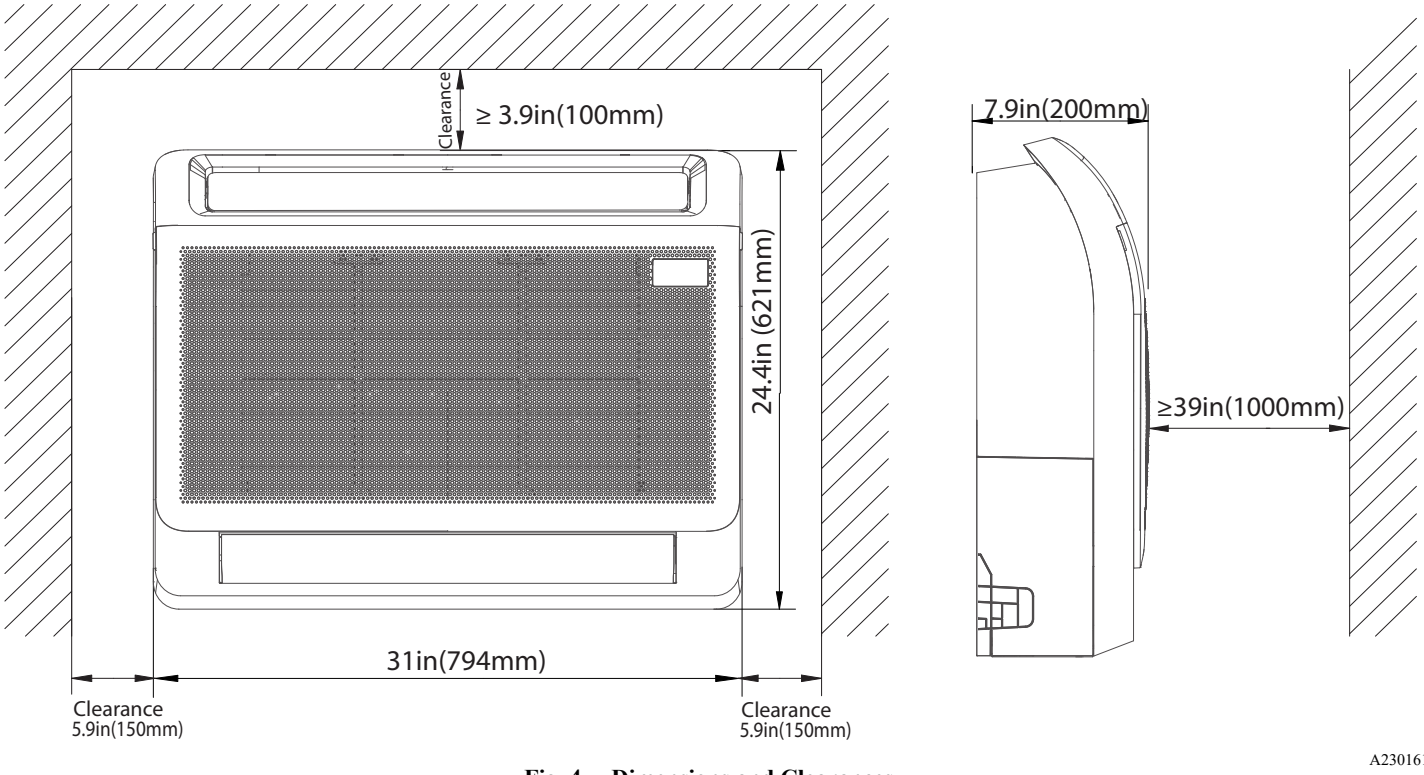

**Fig. 4 – Dimensions and Clearances**
**Clearance** - Provide adequate clearance for airflow (Fig. 4).